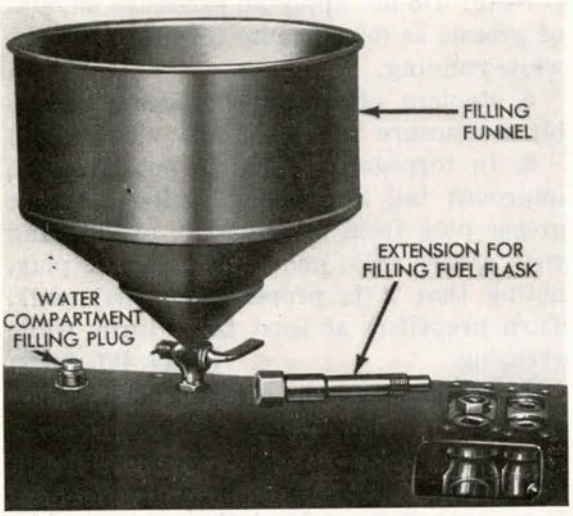

Figure 123
31. Fill water compartment. Use filling funnel (Fig. 123).
32. Replace water-compartment filling plug, noting that washer under plug is in place. (11)